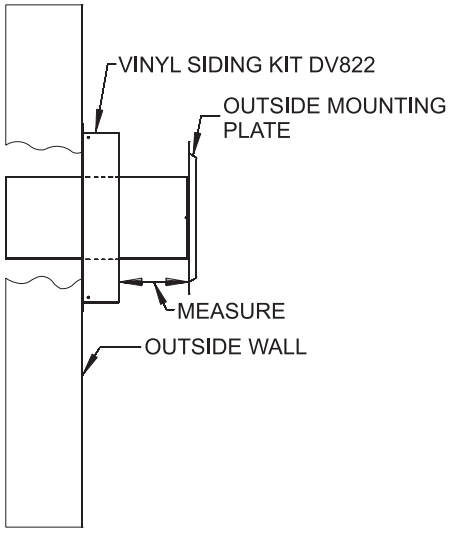

**Figure 60**
6. With the vinyl siding kit installed to wall (if necessary), insert the 6 5/8" (168mm) diameter tube with outside mounting plate attached through hole in wall. Connect to collar on fireplace or rigid vent system. Measure between wall or vent cap extension and outside mounting plate. **See Figures 60 and 61.**